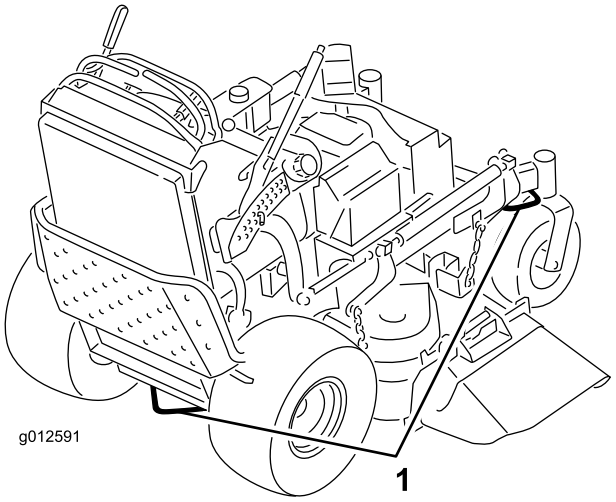

Figura 26
6. Utilizzate gli anelli di ancoraggio metallici sulla macchina per fissare saldamente la macchina al rimorchio o all'autocarro per mezzo di cinghie, catene, cavi o corde (Figura 26).